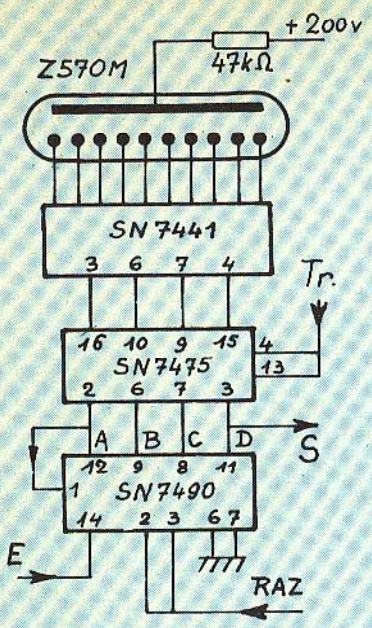

Fig. 10. – *Décade FFX2N.*
– **Le compteur** (Fig. 10 et 12) :